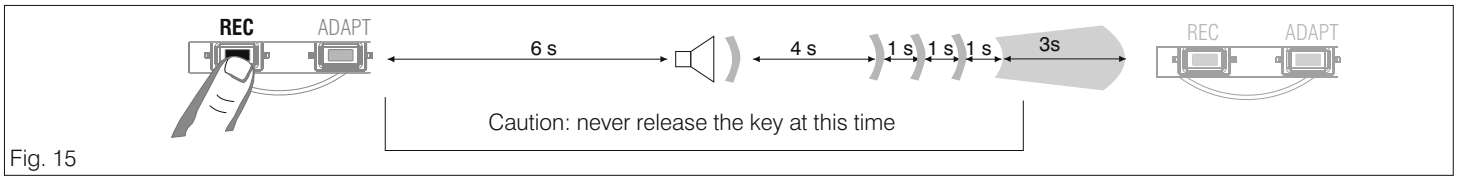

Fig. 15
- Press the **"REC" key** and hold it down until the end of the sequence of beeps shown in the figure 15, then release the key. The transmitter coupling is thereby erased from the memory.